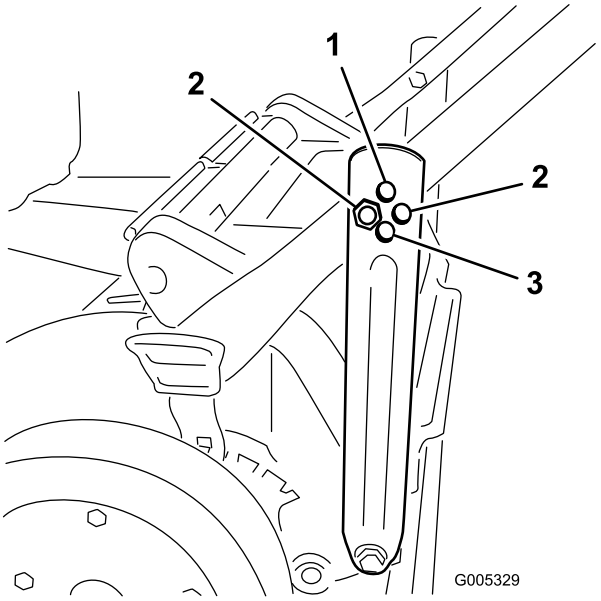

Figuur 5
2. Steek de bout door het gat in elke beugel van de handgreep waarmee de handgreep in de gewenste positie wordt gezet, en draai deze vast (Figuur 5).